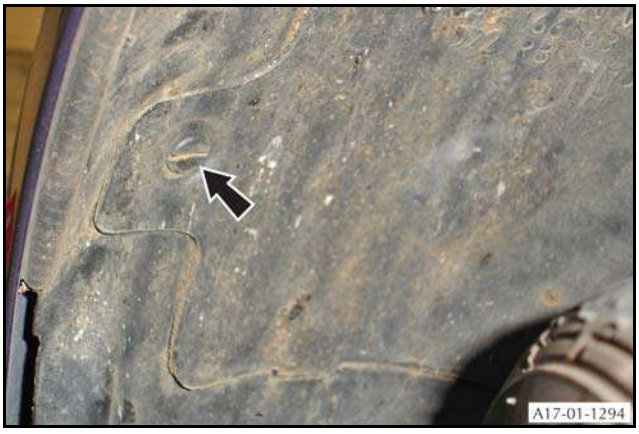

Figure 1
3. Release the quarter-turn fastener and remove the headlamp access panel (refer to Figure 1).